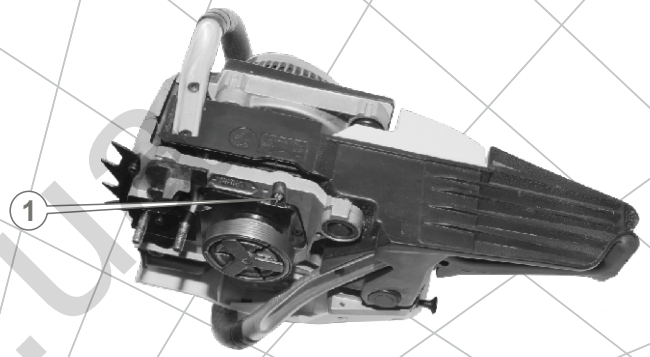

Рис. 10
1. Вставьте отвертку в шлиц штока (1) масляного насоса (см. рис. 10, 11).
3. Вращая шток (1) против хода часовой стрелки (А) в направлении отметки «MAX» – подача масла увеличивается, вращая шток (1) по ходу часовой стрелки (Б) в направлении отметки «MIN» – подача масла уменьшается (см. рис. 10).